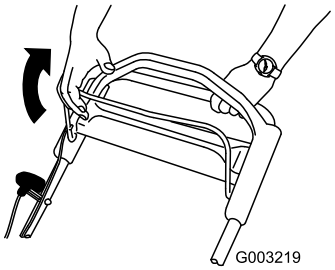

Figur 13
3. Håll knivstyrstången mot handtaget (Figur 13).